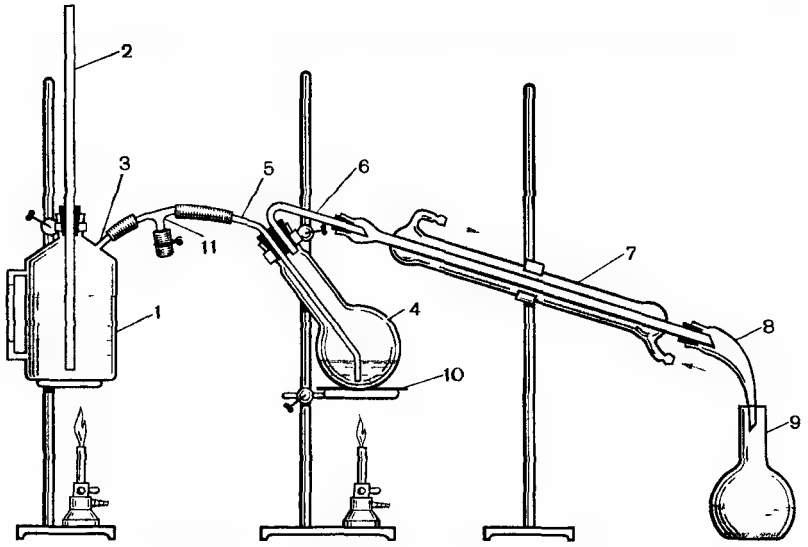

Рис. 20.11. Прибор для перегонки с паром. Объяснение в тексте.
Прибор для перегонки с водяным паром (рис. 20.11) состоит из металлического сосуда — парообразователя (1), снабженного пред-